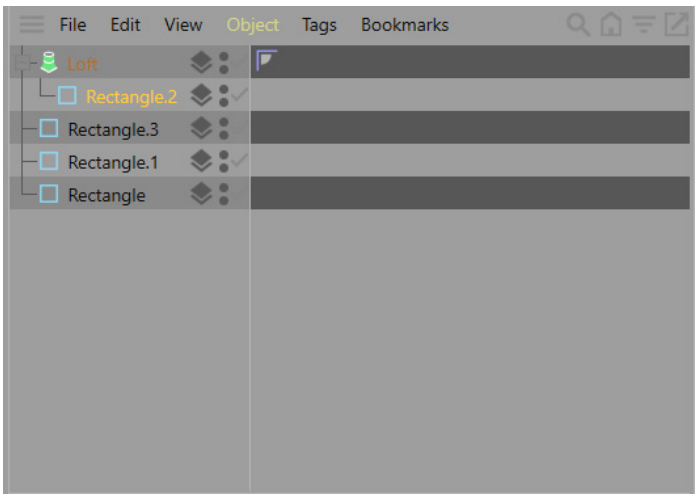

Figure 2-40 *Rectangle.2 connected to Loft in the Object Manager*
15. In the Object Manager, select *Rectangle*.2. Next, drag and drop *Rectangle.2* on *Loft*; *Rectangle.2* is connected to *Loft*, as shown in Figure 2-40. Also, *Rectangle*.2 is lofted with a surface in the Perspective viewport.